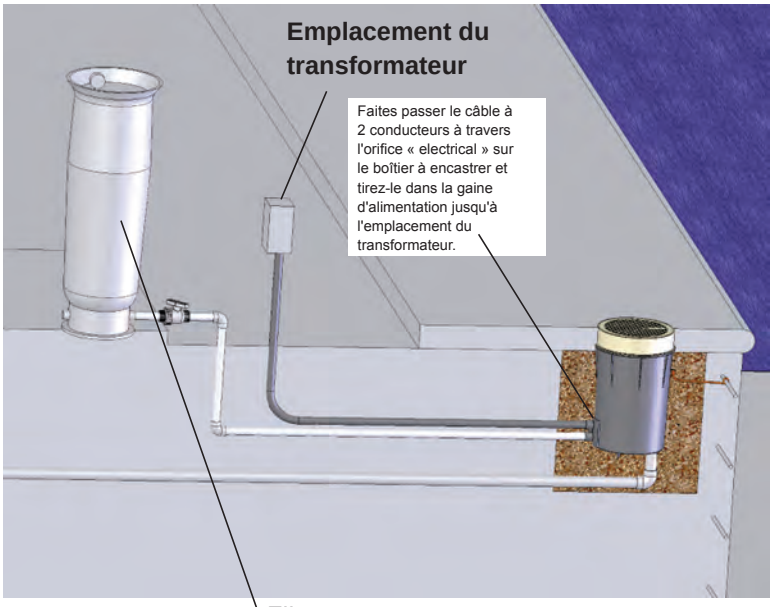

Figure 2
1. Faites passer le câble à 2 conducteurs à travers l'orifice « electrical » sur le boîtier à encastrer et tirez-le dans la gaine d'alimentation jusqu'à l'emplacement du transformateur. (Figure 2).